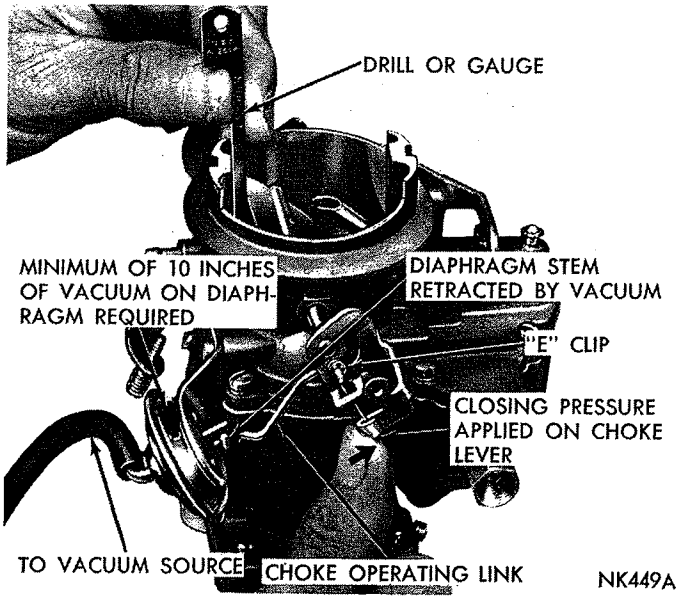

***Fig. 18—Checking the Choke Vacuum Kick Setting***
connect hose from vacuum supply as shown in (Fig. 18). (A minimum of 10 inches of mercury (HG) will be required.)
(3) Insert a G letter drill (Manual Transmissions-Standard and CAP Carburetors) or a D letter drill (Automatic Transmissions-Standard and CAP Carburetors), between the choke valve and the wall of the air horn. Refer to (Fig. 18). Apply sufficient closing pressure on the choke shaft lever to provide smallest choke valve opening possible without distortion of diaphragm link. Note that link must deflect a wire spring before it reaches the end of travel within the lever slot. The link must travel to end of the slot for proper measurement of kick adjustment.
(4) An adjustment will be necessary if a slight drag is not obtained as the drill or gauge is being removed.
(7) Install choke operating link and recheck choke valve opening, using a drill or gauge. Refer to (Fig. 18).